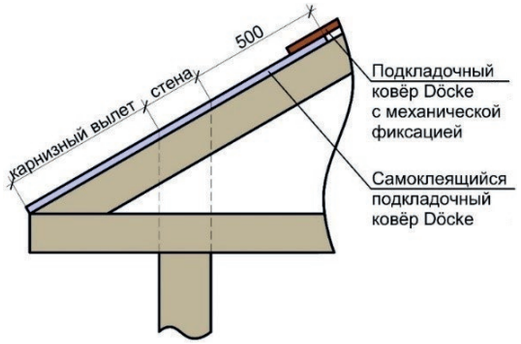
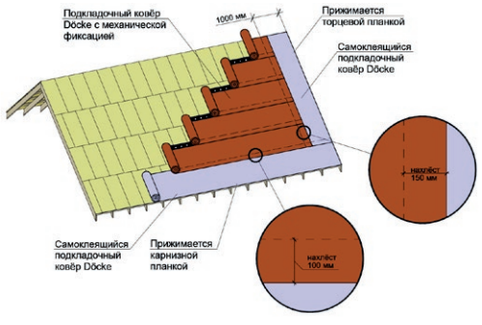

Рис. 8. Схема укладки самоклеящихся подкладочных ковров на карнизный свес.
Рис. 10. Схема расположения подкладочного ковра Döcke (последовательность укладки полотен в соответствии с пунктом 4.1.6.).
4.1.3 В ендову, вдоль фронтона и вдоль карнизного свеса рекомендуется укладывать самоклеящийся подкладочный ковёр Döcke. Величина карнизного свеса равна величине карнизного вылета плюс часть ската над стеной плюс 500 мм (рис. 8). Монтаж самоклеящегося подкладочного ковра вдоль фронтона осуществляется поверх первого ряда подкладочного ковра, смонтированного вдоль карниза, с обеспечением нахлёста в 100 мм. Остав шуюся поверхность скатов допускается укрывать подкладочными коврами Döcke с механической фиксацией (рис. 10, рис 12). Также допускается монтаж самоклеящихся подкладочных ковров Döcke по всей площади кровли.
4.1.8 Крепёж подкладочного ковра осуществляется гвоздями (тип 1, таблица №1). Схема крепления полотен подкладочных ковров Döcke показана на рис. 10. Самоклеящиеся ковры Döcke вдоль карниза снизу прижимаются карнизными планками (п. 5 – «Установка карнизных и торцевых металлических планок»).